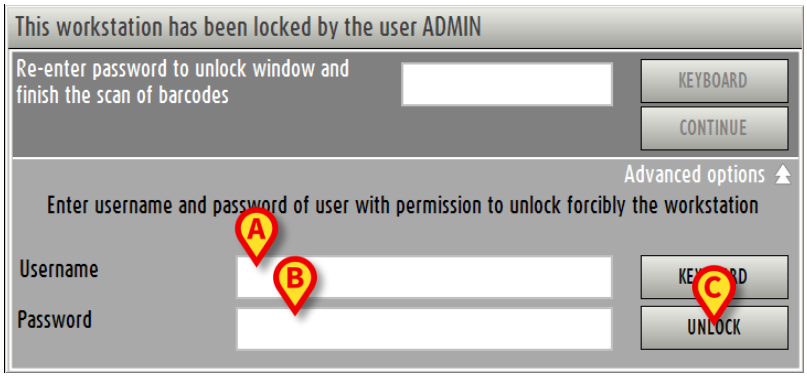

Fig 97 - Advanced options
The window changes in the following way (Fig 97).
- Insert the username of the new user in the "Username" field (Fig 97 **A**).
- Insert the password of the new user in the "Password" field (Fig 97 **B**).
- Click the **Unlock** button (Fig 97 **C**).